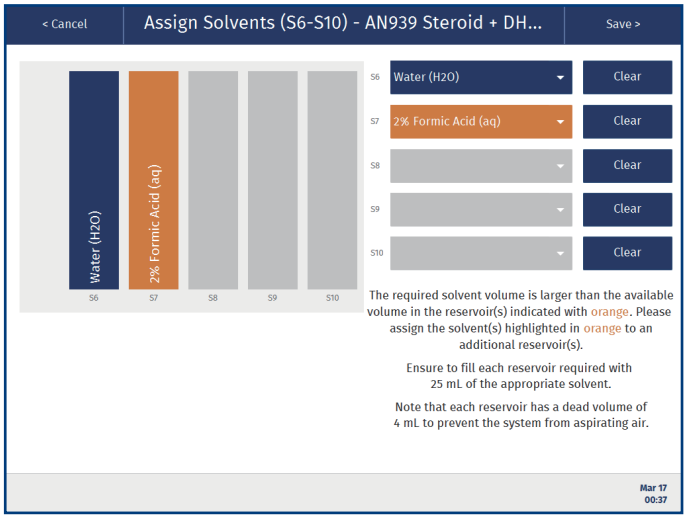

图 55. 位于位置 6 的溶剂槽必须手动填充，且在运行期间不能重新填充。如果溶剂槽为橙色，则该溶剂的总体积小于运行所需的体积。
25. 在 **Prepare Run** 视图（位置 **6**）中，按可选溶剂槽的图标，并为每个要使用的溶剂槽分配溶剂；请参阅图 55。